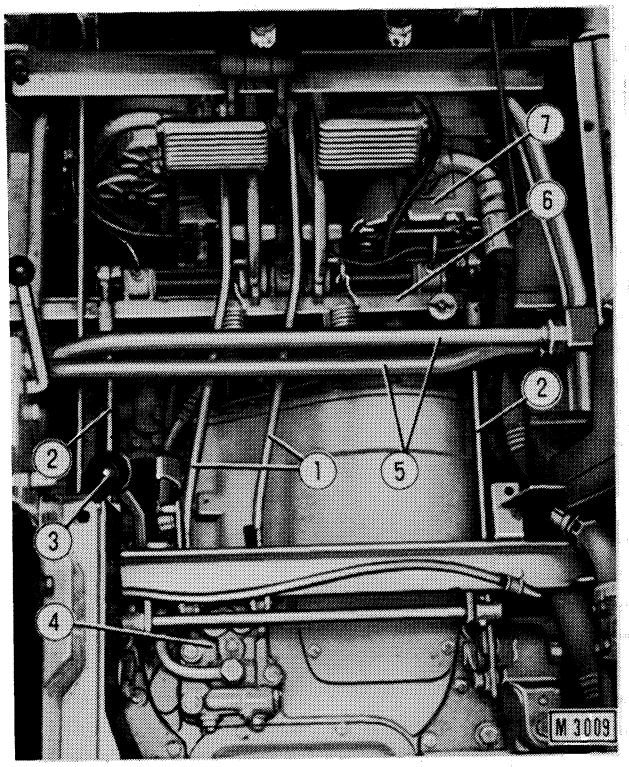

Fig. 3-1 - Top view of engine clutch-transmission
- To remove crossmember with attached pedals take off steering clutch actuating links 1, fig.3-1, dashboard center guard and lift cylinder lines 5.
- Equipment pump 7, fig. 3-1